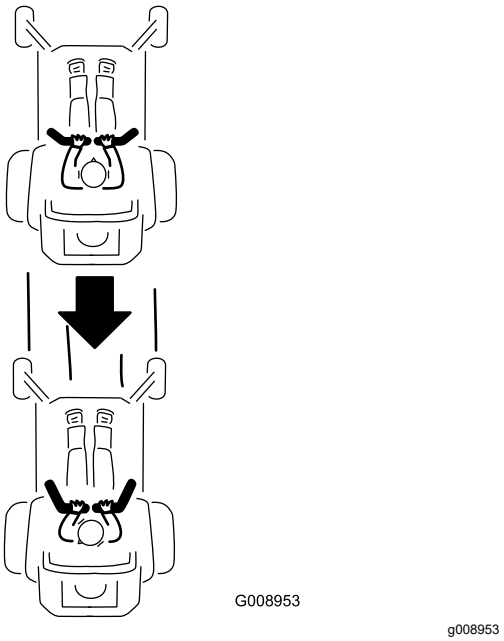

Figur 35
2. Skyv bevegelseskontrollspakene forsiktig bakover for å gå bakover (Figur 35).